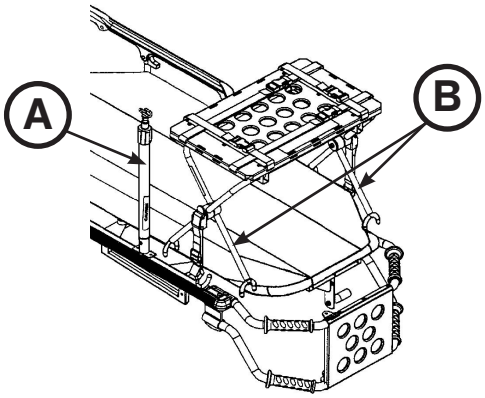

Figur 56
3. Om bårvagnen är försedd med ett infusionsstativ, ska infusionsstativet (A) höjas till det övre läget såsom visas i Figur 56.
4. Placera defibrillatorplattformen på bårvagnsramen, såsom visas i Figur 56. Placera insidans ben (B) på defibrillatorplattformen mot bårvagnens huvudände så att defibrillatorplattformen passar korrekt på bårvagnsramen.